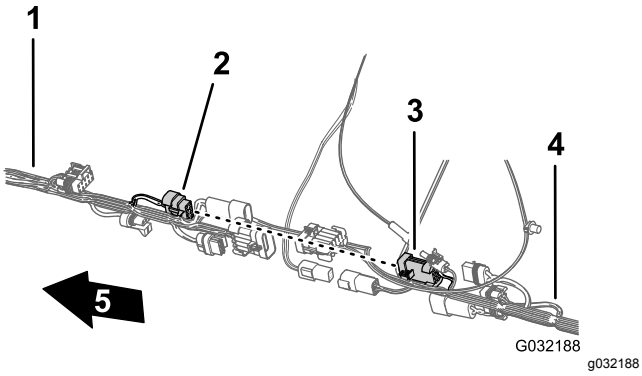

Figur 116
3. Anslut kontakten med åtta stift på det främre kablaget för sprutarkablagekopplingen till kontakten med åtta uttag på det bakre kablaget för hastighetsomkopplaren (Figur 116).